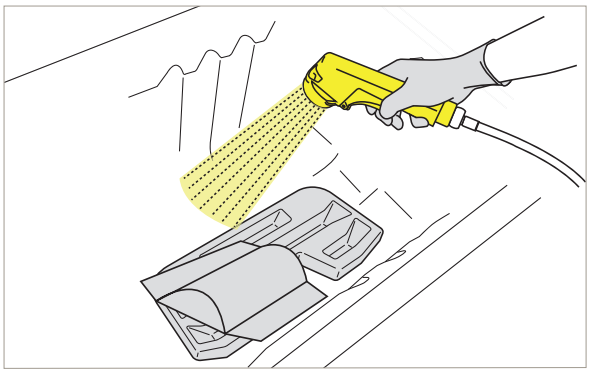

Afbeelding 75
28. Sproei desinfectiemiddel op alle interne oppervlakken van de badkuip en op de accessoires op de bodem van de badkuip. Keer de accessoires om en besproei de andere kant. Let op onderdelen, knoppen en sensoren die aan het oppervlak van het bad zijn bevestigd, zoals de afvoerregelaar en de handgrepen. Zie Afbeelding 75.